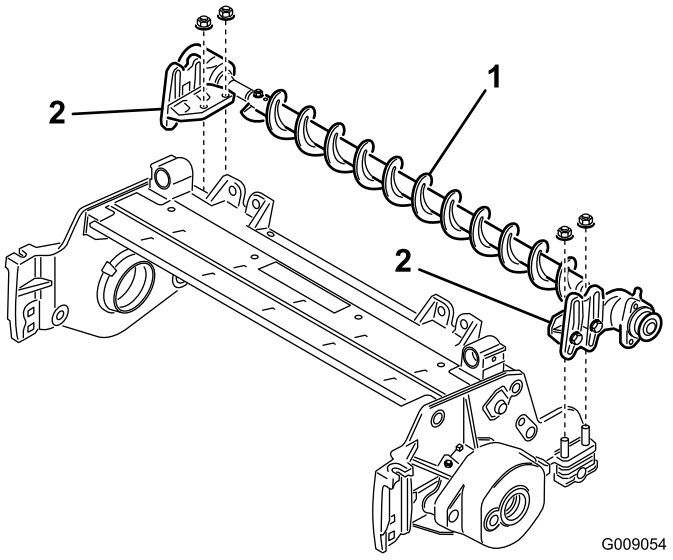

**Figura 8**
7. Posizionate le staffe di montaggio della spazzola per rullo sui bulloni della staffa del rullo (Figura 8).